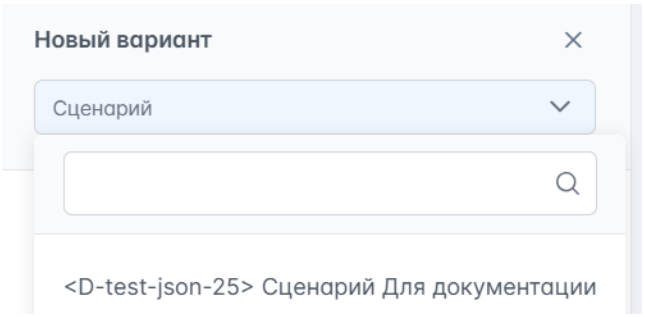

Рисунок 214 – Выбор сценария при создании варианта
2. Заполнить поле "Сценарий". Для выбора сценария, для которого будет создаваться вариант, необходимо нажать на  в соответствующем поле, откроется список доступных сценариев (рисунок 214), далее нажать на название требуемого. В списке отображаются только сценарии в статусе "Готов". Выбранный сценарий во всплывающем списке при повторном нажатии на  будет выделен синим цветом. При выборе сценария доступен поиск по названию. Для выполнения поиска необходимо ввести искомое в поле поиска – . Сценарии, удовлетворяющие условиям поиска, автоматически отобразятся в списке. Поиск не чувствителен к регистру.